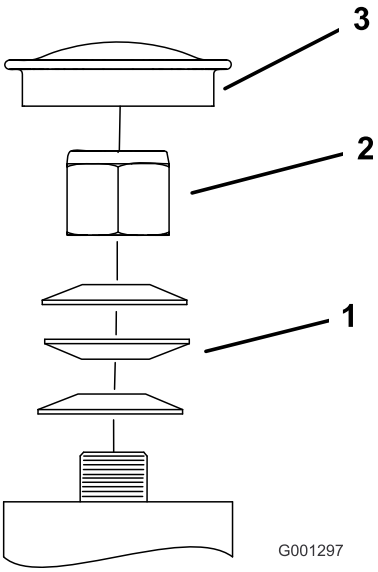

**Figur 59**
3. Fjern støvhetten fra styringen og trekk til låsemutteren (Figur 59).
4. Trekk til låsemutteren inntil fjærskivene er flate og gå deretter tilbake 1/4 omdreining for å stille forhåndsbelastningen på lagrene korrekt (Figur 59).
**Viktig: Påse at fjærskivene er montert korrekt slik det vises i Figur 59.**
5. Sett på støvkoppen (Figur 59).